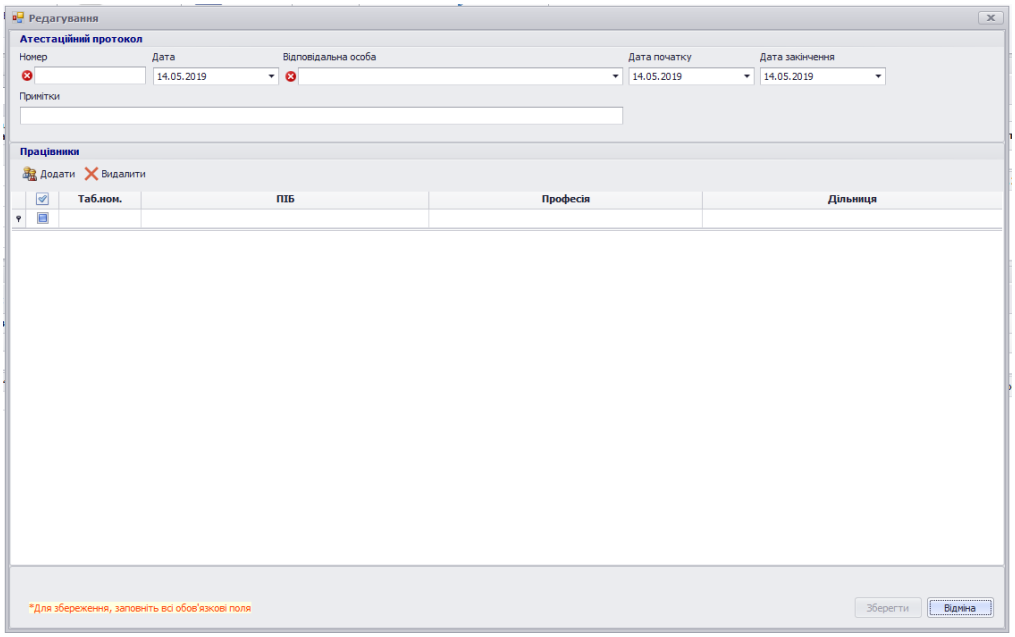

Рисунок 8.10 – Вікно «*Редагування*» кнопки «*Протокол*» та «*Періодичний протокол*»
- «*Атестаційний протокол*», має протокол та періодичний протокол його створення (рис.8.10), редагувати протокол та видаляти;